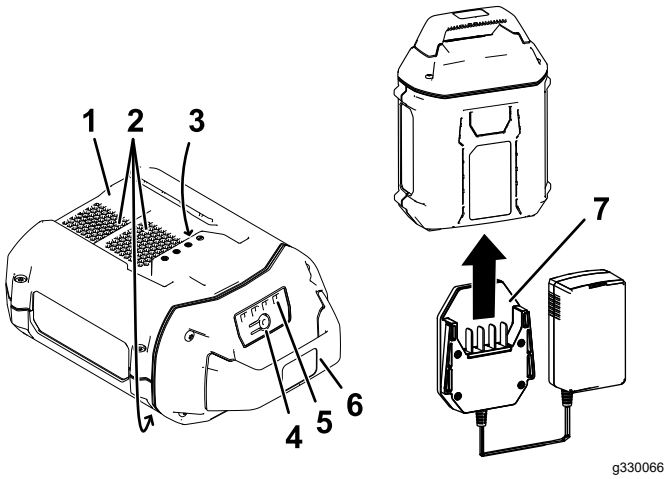

**Figure 10**
2. Line up the charger with the cavity on the back of the battery pack (Figure 10).
3. Slide the charger into the battery pack until it is fully seated (Figure 10).